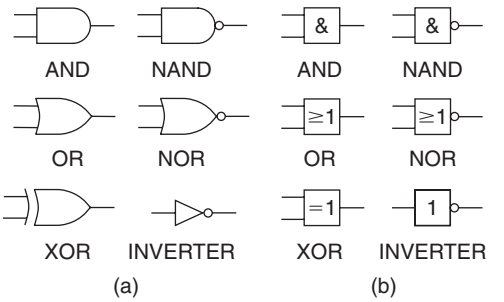

Figure 13.3 Logic gate symbols: (a) international, and (b) BS symbols
The standard actions of the four types of gate mentioned are represented on diagrams by the symbols shown in Figure 13.3. Note that the British Standard (BS) symbols (now seldom used except in manufacturers' databooks) differ from the international symbols which will be found in most logic diagrams. Both sets of symbols should be known. The international symbols are sometimes described as United States Military Specification or Mil-spec.